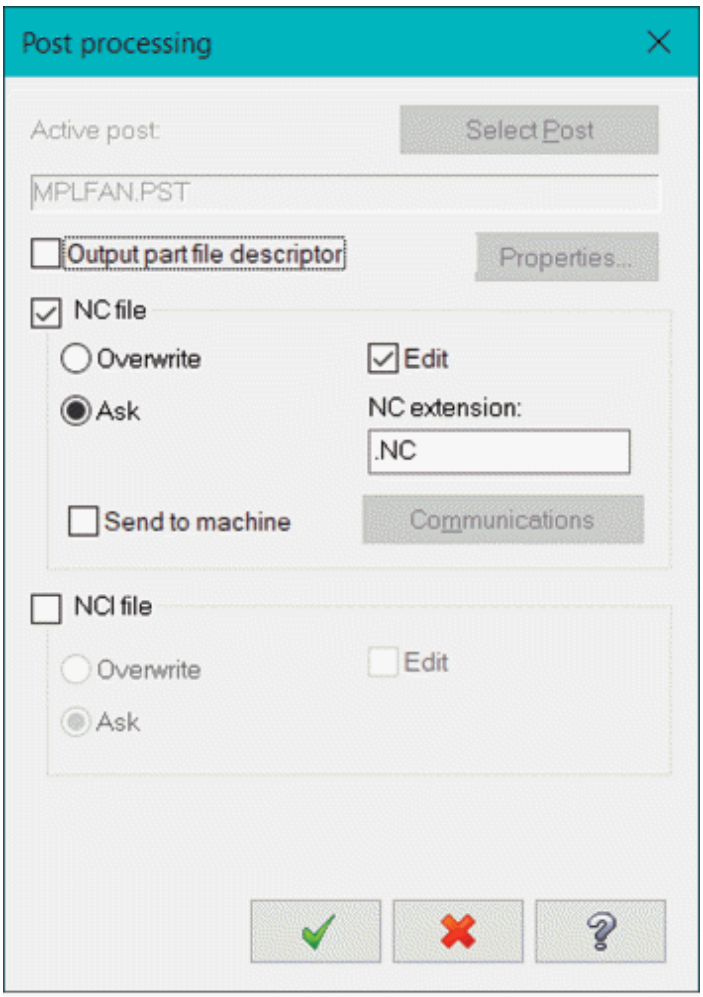

Figure-128. Post processing dialog box
- Click on the **Post selected operations** button G1 from the toolbar in the **Toolpaths Manager**. The **Post processing** dialog box will be displayed; refer to Figure-128. Note that this option is not available in learning edition of software.